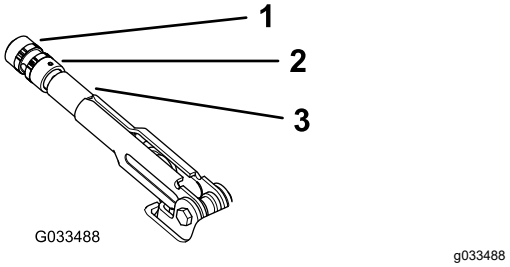

Figur 59
2. Lossa ställskruven som fäster ratten på parkeringsbromsspaken (Figur 59).
3. Vrid vredet (Figur 59) tills kraften för att använda spaken är 20 till 22 kg.
4. Dra åt ställskruven när du är färdig (Figur 59).